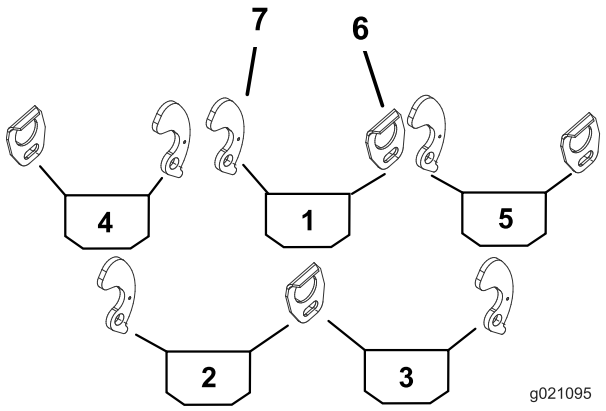
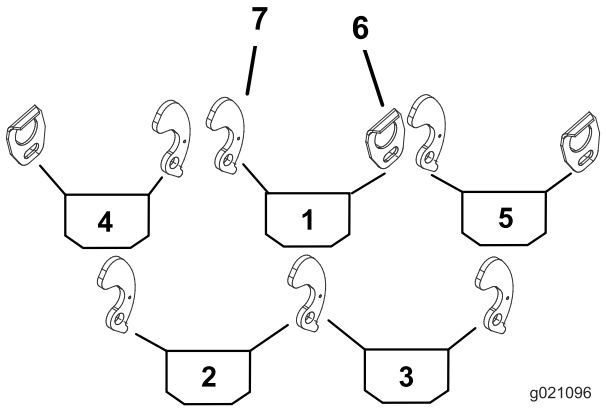

Figura 1
Figura 2
2. Utilice Figura 1 y Figura 2 para determinar las posiciones en las que deben montarse las guías y los cierres de leva de los recogedores en los bastidores de tiro de las unidades de corte.
3. Monte una guía de recogedor en el lado correspondiente del bastidor de tiro de cada unidad de corte (Figura 1) con un perno (5/16 x 1-1/2 pulgada) y arandela plana (0,344 x 0,875).